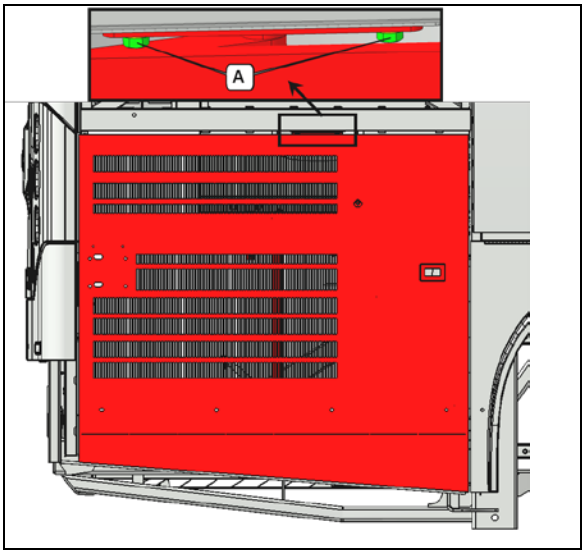

FIGURE 50
2. Make sure bolts A are tight (**FIGURE 50**).